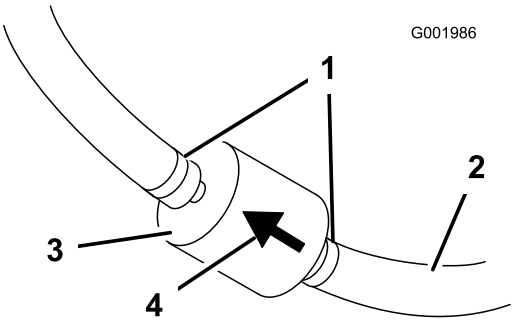

Figuur 41
5. Druk de uiteinden van de slangklemmen naar elkaar toe en schuif ze weg van het filter (Figuur 41).